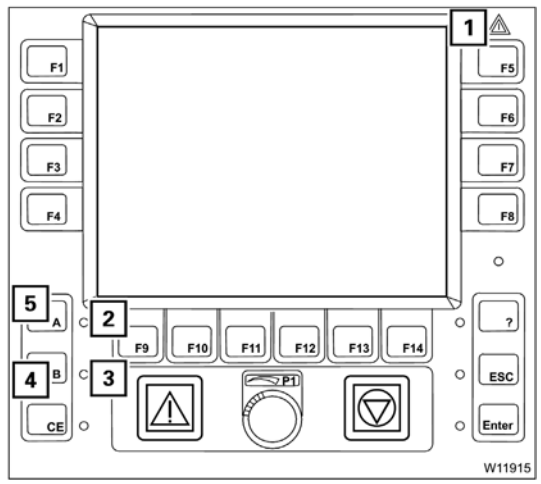

FIGURA 3-15
- o indicador de atenção/erro (1) (Figura 3-15)
- a lâmpada do botão **A** (2).